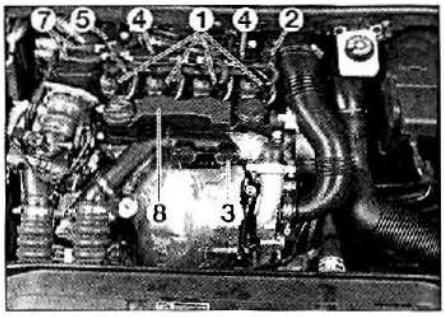

FIG. 29
• Sacar los conectores eléctricos de los inyectores (1) y del caudalímetro (2) **(fig. 29)**.